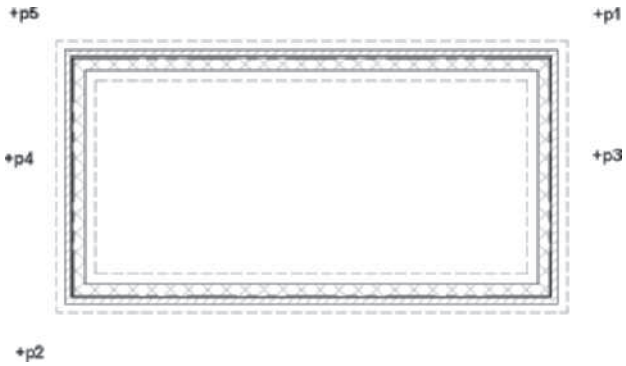

FIGURE 8.27 *Selection of object for Edit in Section view*
10. Select a point near **p1** as shown in Figure 8.27 and move the cursor to point p2, click to select the walls and slab. Choose **Edit in Section** from the General panel of the Multiple Objects tab. Respond to the workspace prompts as follows:
Specify first point of section line or ENTER to change UCS: *(Select a point near* p3 *as shown in Figure 8.27.)*
Specify next point of section line: *(Select a point near* p4 *as shown in Figure 8.27.)*
Specify section extents: *(Select a point near p5 as shown in Figure 8.27.)*